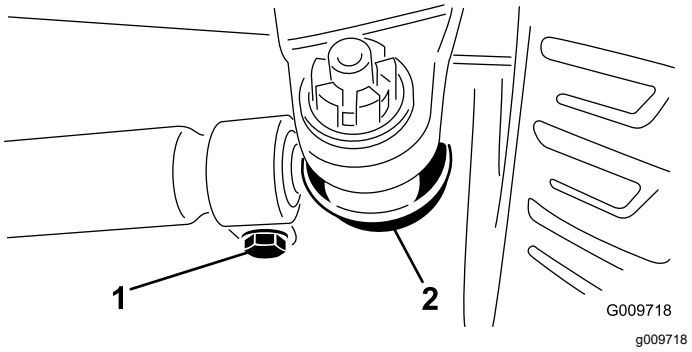

图 114
3. 要调节前束应从任一横拉杆球窝接头卸除开口销和螺母图 114。
5. 拧松横拉杆两端的夹具 (图 114)。